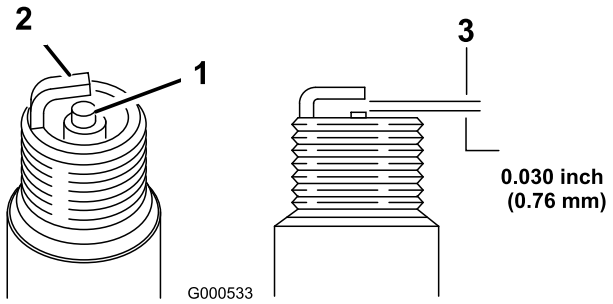

Figuur 21
5. Stel de elektrodenafstand in op 0,76 mm (Figuur 21).